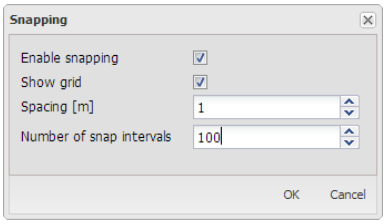

Figure 11.2 Modification of the *Number of snap intervals*
- In the appearing window set the *Number of snap intervals* to 100 (Figure 11.2).